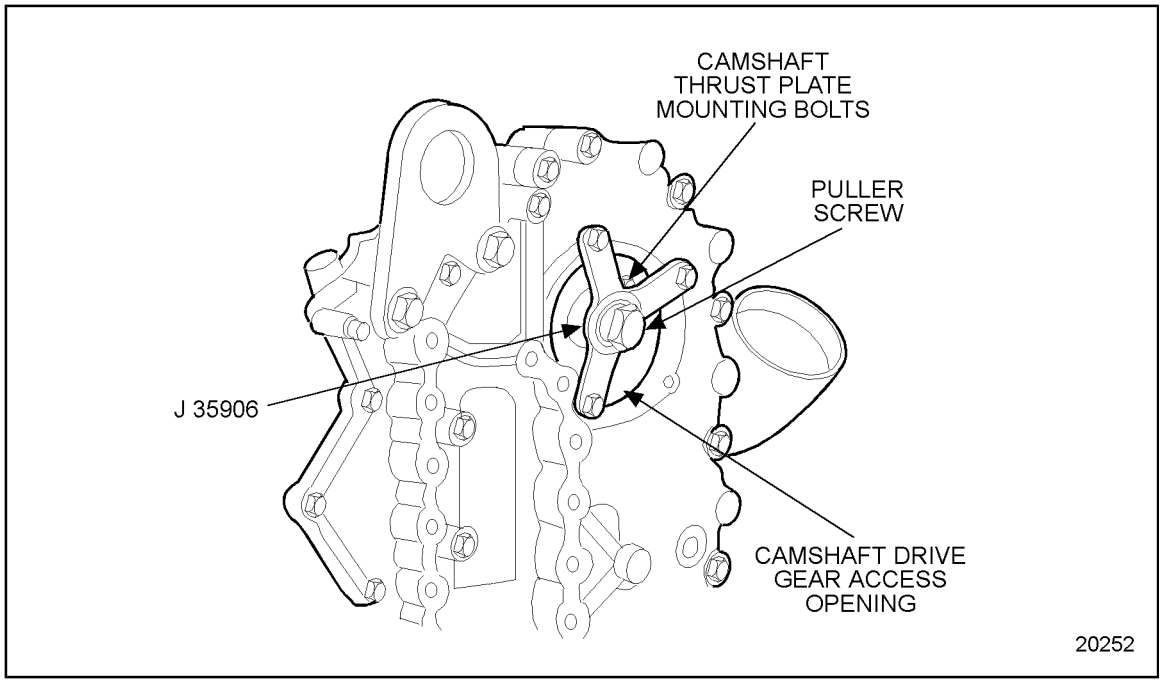

Figure 1-377 Camshaft Thrust Plate Remover
11. Install J 35906, to the camshaft drive gear access opening, using three of the access cover bolt holes. Engage the puller screw in the threads of the camshaft drive gear hub, until the screw is tight. See Figure 1-377.